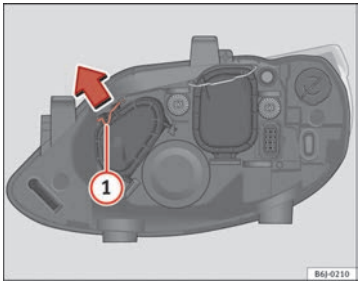

Fig. 143 Main beam headlights
– Move the loop (1) in the direction of the arrow and remove the cover ⇒ fig. 143.